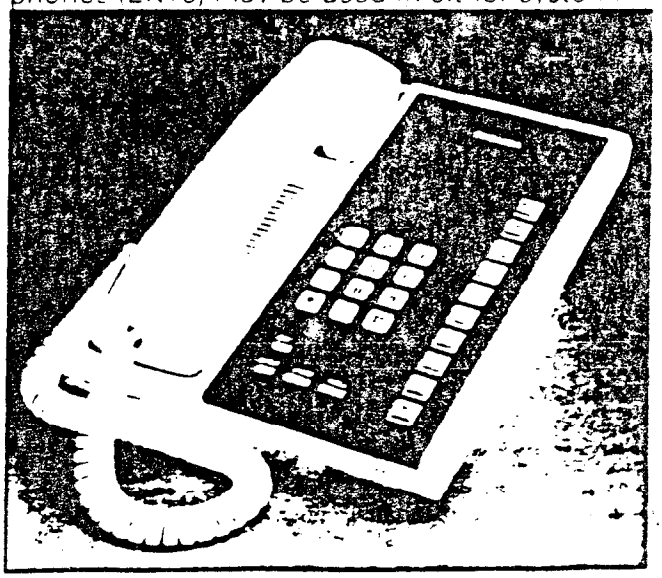

FIGURE 24 — 10-key EKT
- 10-key EKT (Figure 24), available as speakerphone or handsfree answerback (HFU) on intercom calls only.